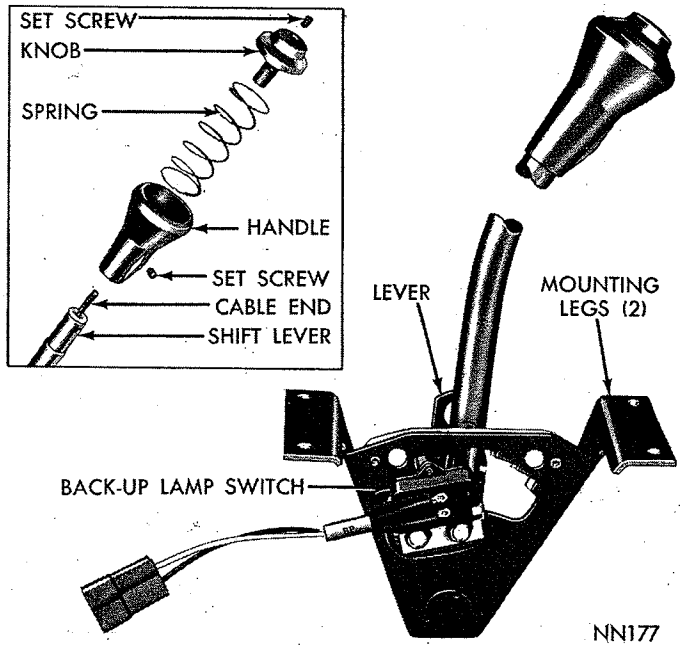
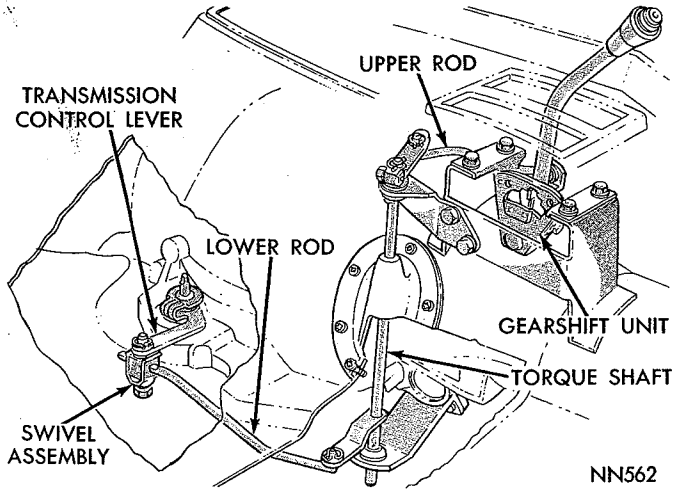

***Fig. 20—Console Gearshift Unit***
*Fig. 23—Console Gearshift Linkage (Belvedere and Fury Models)*
(1) Disconnect negative (ground) cable from the battery.
(2) Remove gearshift handle knob set screw with an allen wrench (Fig. 20). Unscrew knob from cable, then remove spring and handle.
(4) Disconnect back-up lamp switch wires (Fig. 20).
(5) Disconnect upper rod from gearshift unit (Fig. 23 or 24). Remove four gearshift to floor bracket bolts and remove unit.
(1) Install gearshift unit in its bracket, install and tighten four retaining bolts securely (Fig. 23 or 24). Attach upper rod to the unit and connect back-up lamp switch wires.
(2) Lower console down over shift lever, insert dial lamp in its housing, and connect all electrical connections.
(3) Position console over floor brackets and install retaining screws and bolts. Install upper finish plate.
(4) Install gearshift handle and spring, secure handle to lever with set screw (Fig. 20). With lever in **NEUTRAL,** install knob by threading it on cable end
(1) **Belvedere and Fury Models:** Place gearshift selector lever in **PARK** position and loosen lower rod swivel clamp screw a few turns (Fig. 23).